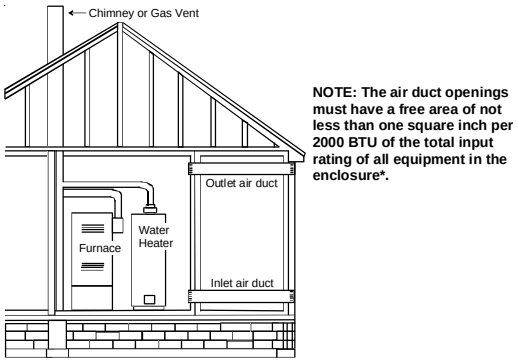

Figure A.9.3.3.1(2) All Combustion Air From Outdoors through Horizontal Ducts.
9.3.3.2* One Permanent Opening Method. One permanent openings, commencing within 12 in. (300 mm) of the top of the enclosure, shall be provided. The appliance shall have clearances of at least 1 in. (25 mm) from the sides and back and 6 in. (150 mm) from the front of the appliance. The opening shall directly communicate with the outdoors or shall communicate through a vertical or horizontal duct to the outdoors or spaces that freely communicate with the outdoors *(see Figure A.9.3.3.2)* and shall have a minimum free area of the following: